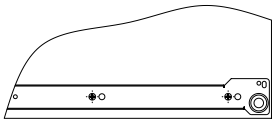

Рис.1
1. При помощи шурупов 3,5х16 установить направляющие длиной 400 мм на боковины 2, 3 и перегородку 10 (с двух сторон). **Внимание:** данные направляющие закрепляются во вторые (большие) отверстия (Рис. 1).